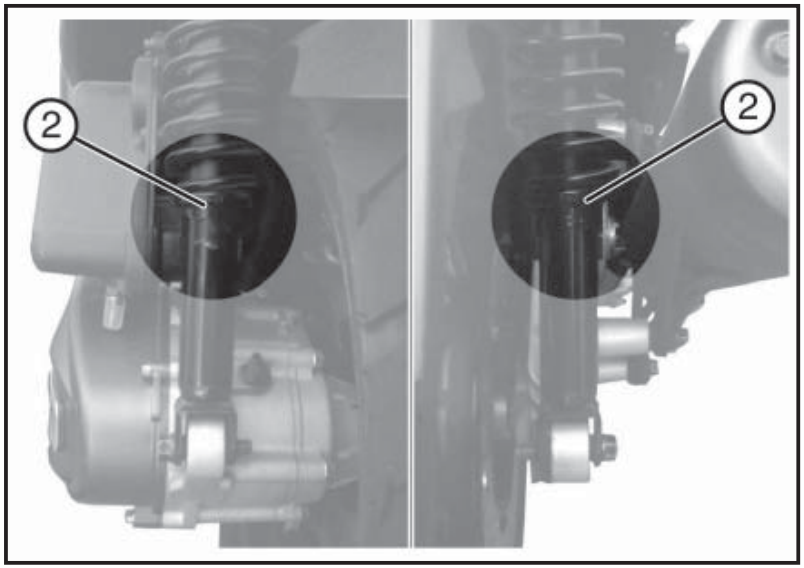

Fig. 02 QSI0037
4.26 REGOLAZIONE AMMORTIZZATORI (Fig. 02)